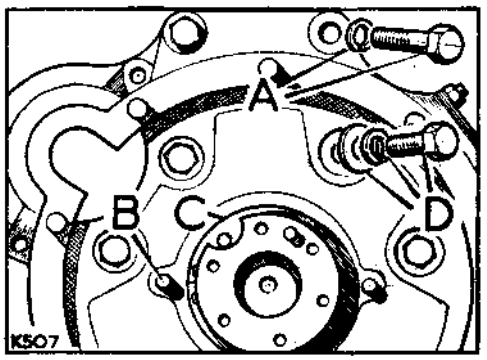

**Fig. A1-118. Flywheel housing fixings**
12. Replace the oil seal in the flywheel housing recess and fit the housing to the cylinder block. Fig. A1-118 refers.